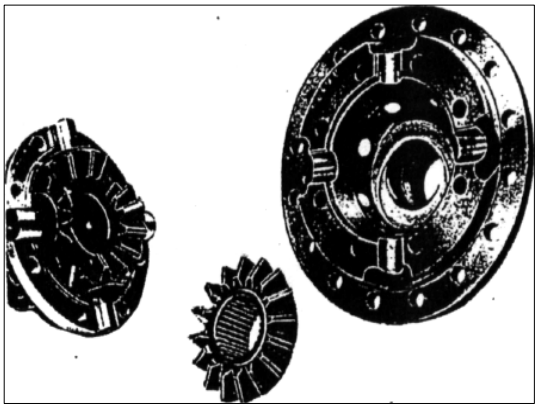

РИС. 345
2) Смажьте и установите шестерню полуоси с латунной упорной шайбой в крышку дифференциала. Поверхность с пазами упорной шайбы должна быть направлена в сторону шестерни полуоси (см. рис. 345).